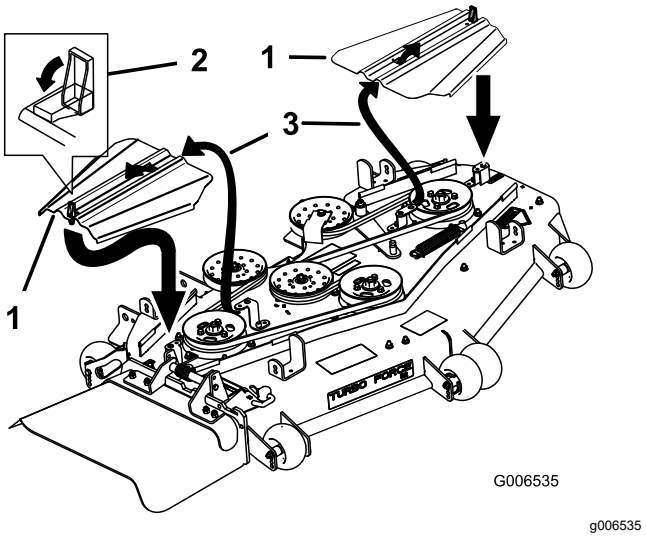

Figur 84
12. Montera remkåporna genom att föra in kåpan i tappen, montera bultarna och låsa spärrhakarna (Figur 84).